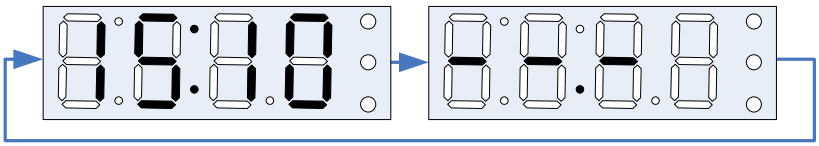

Рис. 14
2.2.10 Если скорость прохождения СОД не определена, то на индикаторе периодически отображается время регистрации (часы и минуты) и прочерки, как показано на Рис. 14.